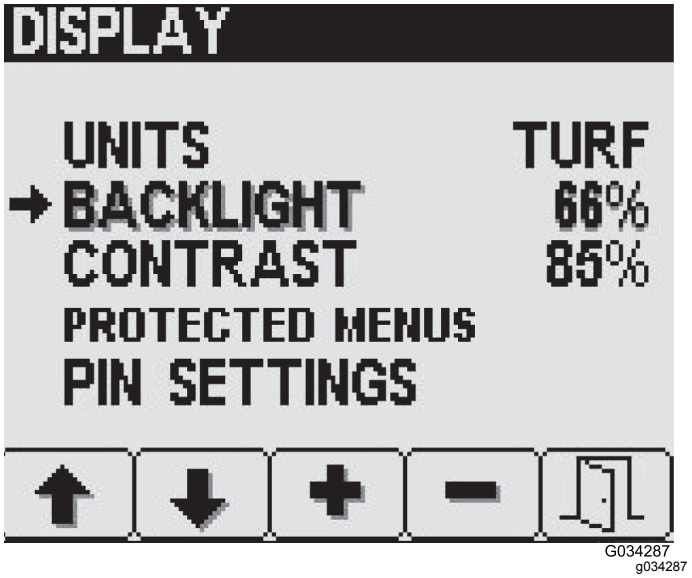

Figur 28
2. På skærmen Display skal du trykke på knap to for at navigere til muligheden Baggrundsbelysning eller Kontrast (Figur 28).
3. Tryk på knap tre (hæv) eller knap fire (sænk) for at justere baggrundsbelysningen eller kontrasten i LED-displayet (Figur 28).